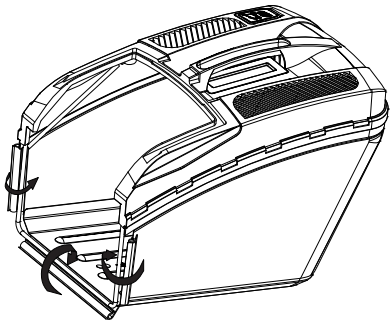

**Рис. 13. Крепление нижней части травосборника**
8. Закрепите нижнюю (тканевую) часть травосборника. Для этого защёлкните зацепы на рамке травосборника (Рис. 13).